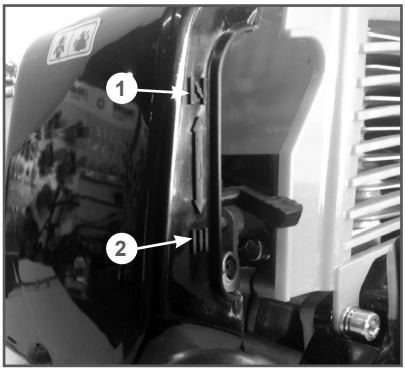

Рис. 4 Рычаг управления воздушной заслонкой
5. Закройте воздушную заслонку карбюратора. Для этого рычаг управления воздушной заслонкой установите в верхнее положение (ЗАКРЫТО), см. Рис. 4.